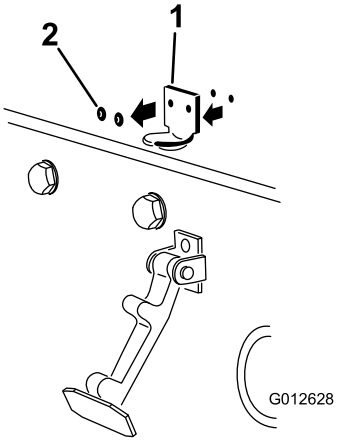

Figur 7
2. Ta bort de två nitarna som fäster motorhuvsspärrfästet på motorhuven (Figur 7). Ta bort motorhuvsspärrfästet från motorhuven.